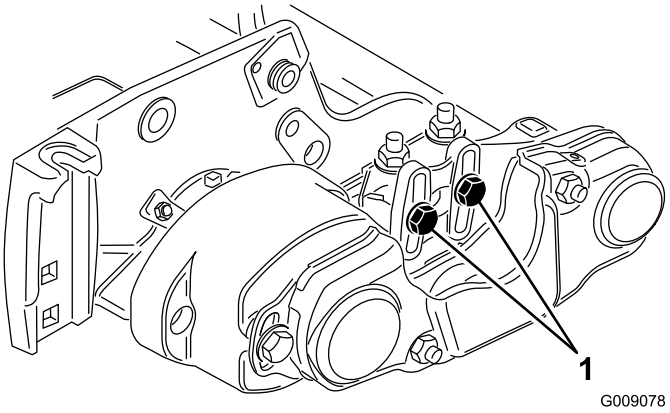
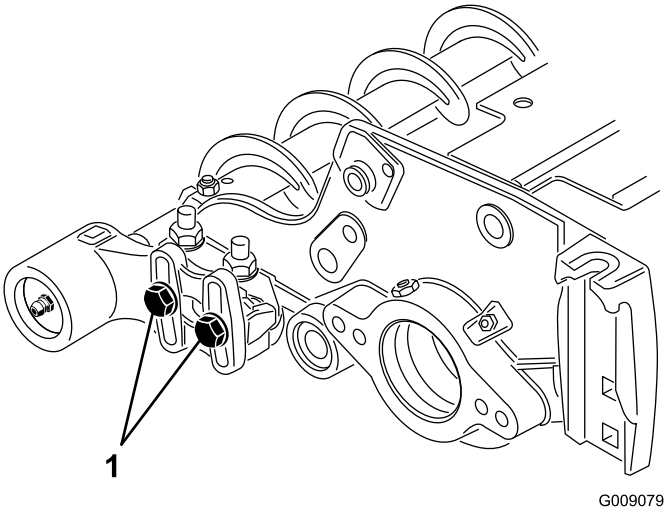

Bild 12
Bild 13
15. Lösen Sie die zwei Schrauben, mit denen jedes Lagergehäuse der Rollenbürste an der Befestigungshalterung der Rollenbürste montiert ist (Bild 12 und Bild 13).